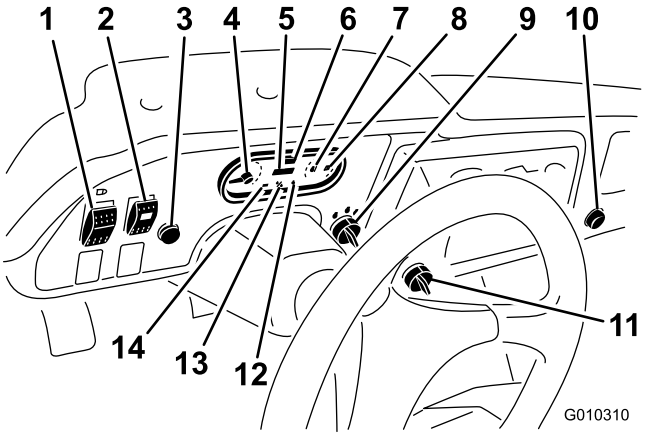
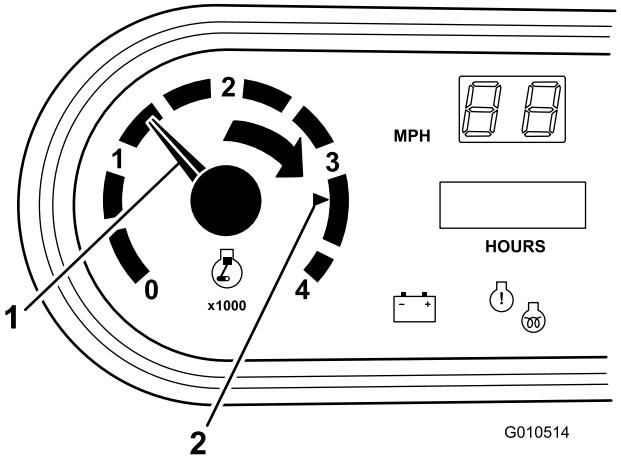

**Figur 8**
**Figur 9**
Tändningslåset (Figur 8) används för att starta och stänga av motorn. Det har tre lägen: av, på och start. Vrid nyckeln medurs till startläget så att startmotorn går igång. Släpp nyckeln när motorn startar. Nyckeln kommer att flyttas till det påslagna läget automatiskt. Stäng av motorn genom att vrida nyckeln moturs till det avstängda läget.
Anger total tid som maskinen har använts. Timmätaren (Figur 8) startas när tändningsnyckeln vrids till det påslagna läget (ON) eller om motorn går.
Om du sätter omkopplaren (Figur 8) i lågväxelläget och tar ut nyckeln är treans växel spärrad i högväxelläget. Motorn stängs av om växelväljaren läggs i trean när högväxelläget är valt. Nyckeln kan tas ut i valfritt läge.
Använd denna omkopplare (Figur 8) för att slå på och av strålkastarna.
Varningslampan för oljetryck (Figur 8) tänds om motorns oljetryck sjunker till under en säker nivå när motorn är igång. Om lampan blinkar eller lyser med ett fast sken måste du stanna fordonet, stänga av motorn och kontrollera oljenivån. Om oljenivån är låg men oljetryckslampan fortfarande lyser efter påfyllning och omstart, måste du omedelbart stänga av motorn och kontakta din lokala Toro-återförsäljare för att få hjälp.
Glödstiftslampan (Figur 8) lyser röd när glödstiften har aktiverats.
Visar kylvätsketemperaturen för motorn. Fungerar bara när tändningen är i det påslagna läget (Figur 8). Den röda indikatorlampan tänds och blinkar om motorn överhettas.
Tänds när batteriet är urladdat. Om lampan tänds under körning ska du stanna maskinen. Stäng av motorn och försök att hitta orsaken till felet, t.ex. generatorremmen (Figur 8).
Bränslemätaren visar hur mycket bränsle som finns i tanken. Den fungerar bara när tändningen är i det påslagna läget/förvärmingsläget (Figur 8). Röd lampa betyder att bränslenivån är låg och blinkande röd lampa betyder att tanken nästan är tom.
Vrid på brytaren för att aktivera hydrauliken med högt flöde (Figur 8).
Tryck på signalhornsknappen för att aktivera signalhornet (Figur 8).
Varvräknaren registrerar motorns varvtal (Figur 8 och Figur 9). En vit triangel visar önskat varvtal för körning med kraftuttag (Figur 9).
Registrerar maskinens hastighet (Figur 8). Hastighetsmätaren anger mph (miles/h) men kan enkelt växlas till visning i km/tim. Se Växla hastighetsmätare (sida 51).
Använd kraftuttaget (Figur 8) för att driva extra elutrustning på 12 V.